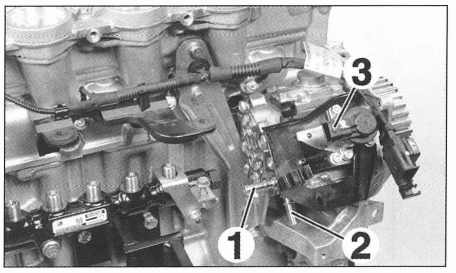

FIG. 25
• Desengrapar las tuberías de alimentación de combustible de la bomba (1) y (2) **(fig. 25).**
• Sacar el conector (3) de la bomba **(fig. 25).**